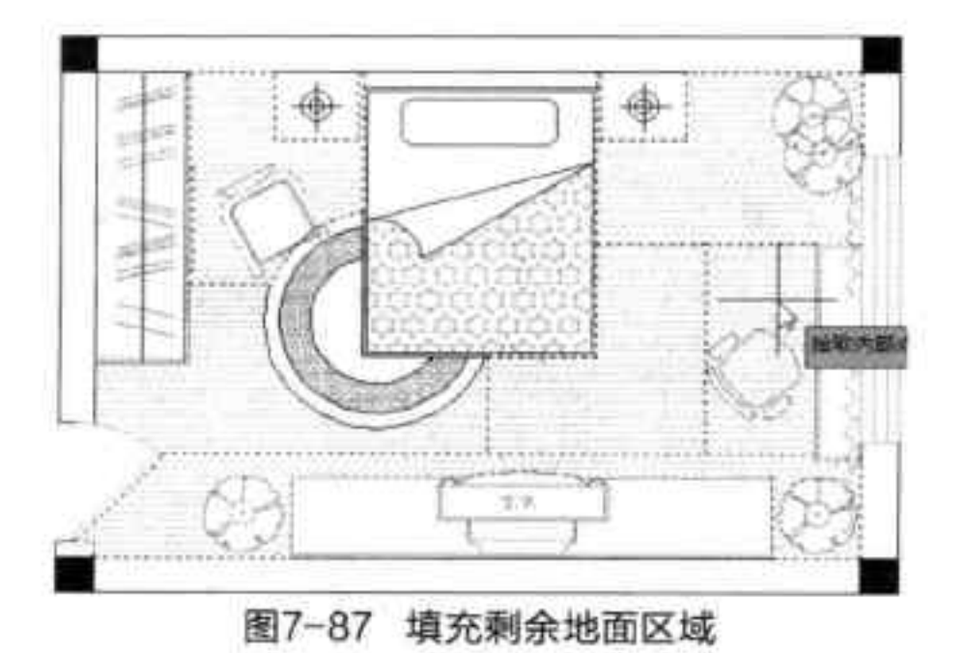

图7-87 填充剩余地面区域
Step21 再次执行“图案填充”命令，填充卧室地面剩余的区域，如图 7-87 所示。